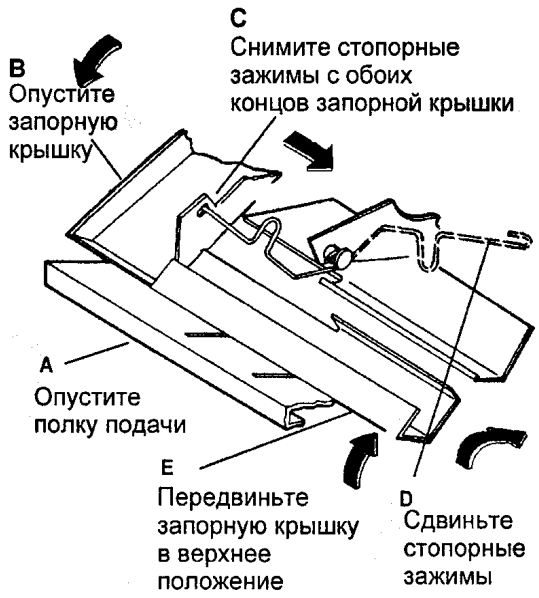

Рис. 1 Снятие стопорных зажимов
4. (РИС. 1): СНИМИТЕ ЗАЖИМЫ ЗАЩЕЛОК С КАЖДОЙ СТОРОНЫ.